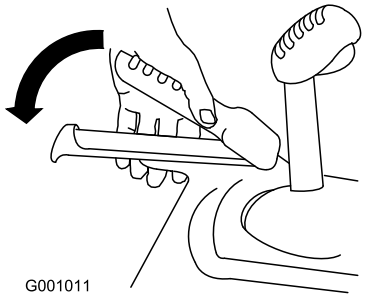

**Figur 33**
1. Pressa ned det vänstra reglaget (drivningsreglaget) till handtaget för att koppla in hjuldrivningen (Figur 33).